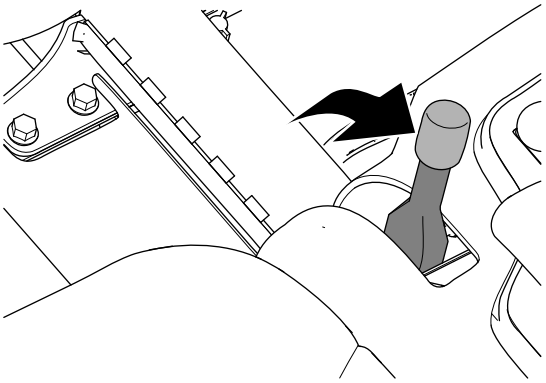

Figur 28
2. Aktiver parkeringsbremsen (Figur 28).